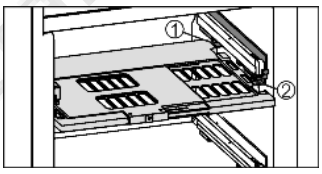

Fig. 17
▶ Установка пластины регулировки влажности: поперечные ребра крышки на пластине вставить через низ в задний держатель *Fig. 17 (1)* и защелкнуть спереди на держателе *Fig. 17 (2)*.